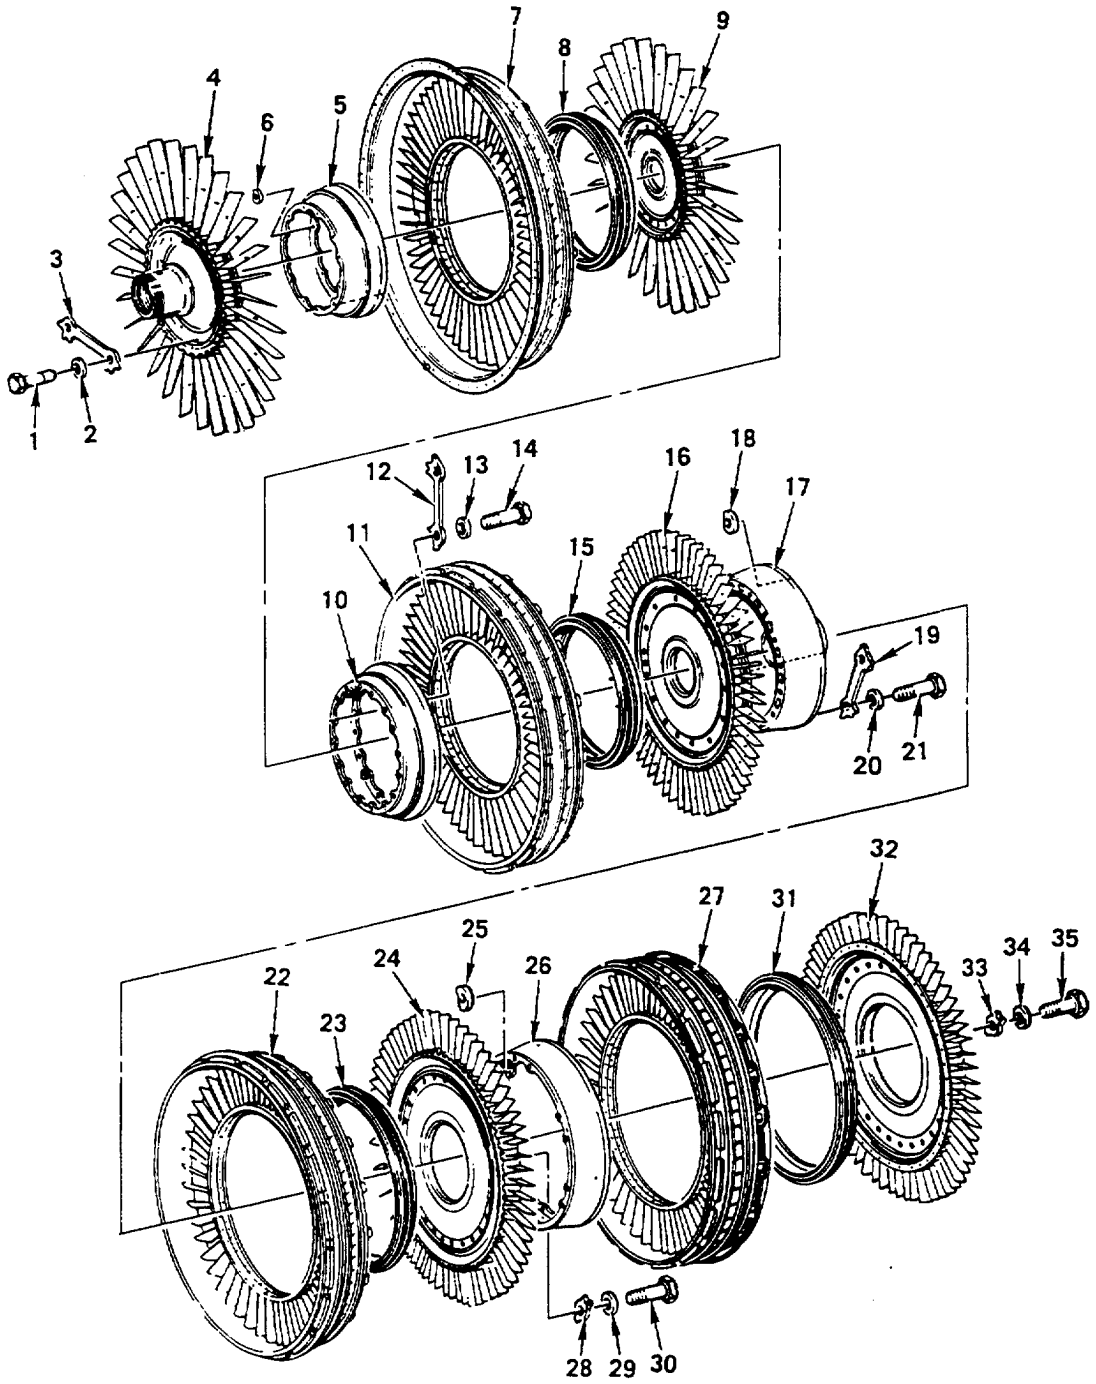

Figure 7. Rotor and Stator Assembly, Front Compressor – Exploded View (Sheet 1 of 2)
e. Install front hub and blades (4, Figure 7), spacer (5) and 1st stage stator (7) into balance fixture as follows:
(1) Chill the balance bearing (installed on front hub) to allow installation at tight fit in balance fixture.
(2) Install front hub and blades into the balance fixture.
(3) Adjust jackscrew at bottom of PWA 14886 stand so it just contacts front hub. This will prevent damage to balance bearing during assembly procedure.
(4) Install 1st stage stator (7). Tap to seat in balance fixture.